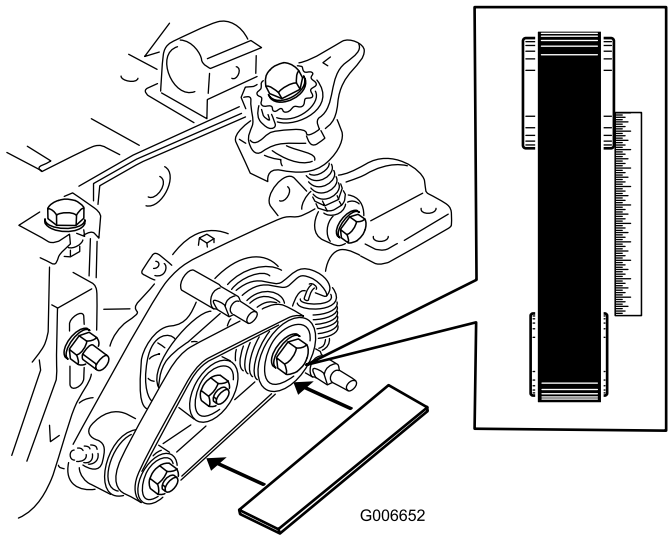

Figuur 27
- Leg een richtliniaal langs het buitenvlak van de **aandrijf**poelie (Figuur 27).